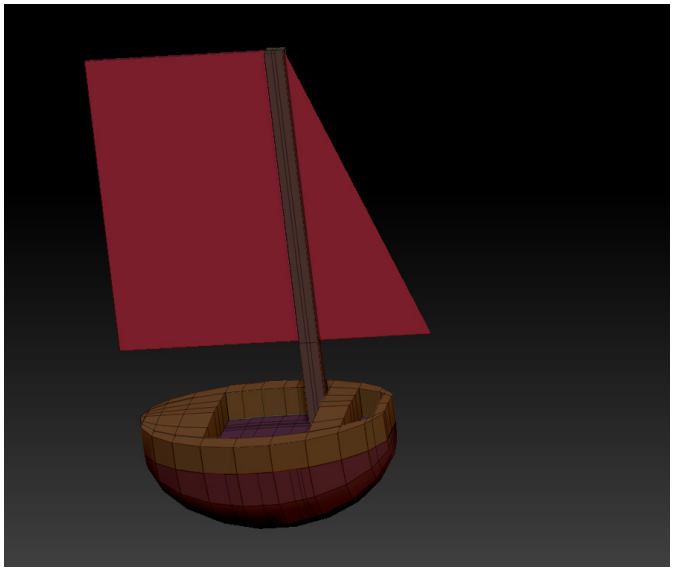

Figure 3-132 *Deleted points*
5. Hover the cursor on the point and click; the point is deleted and the shape of the sail cloth is changed. Similarly, delete the opposite point. Figure 3-132, shows the deleted points of the sail cloth.